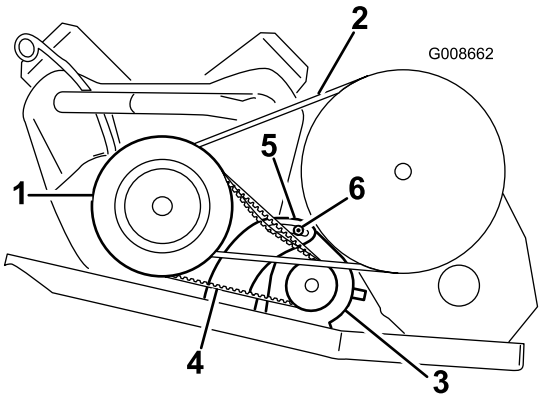

**Figur 47**
2. Lossa startgeneratorns svängmutter (Figur 47).
4. Luta startern i skåran tills remmen böjs 6 mm med en kraft på 44 N (Figur 47).
5. Dra åt startgeneratorns mutter och ta bort bändstången (Figur 47). Dra åt muttern till 88–115 Nm.